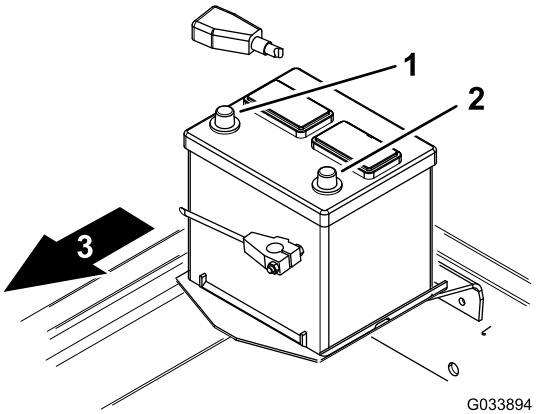

Figuur 11
2. Sluit de positieve accukabel (rood) aan op de positieve (+) accupool en schuif het rubberen kapje over de positieve accupool (Figuur 11).
3. Sluit de negatieve accukabel (zwart) aan op de negatieve (-) accupool (Figuur 11).